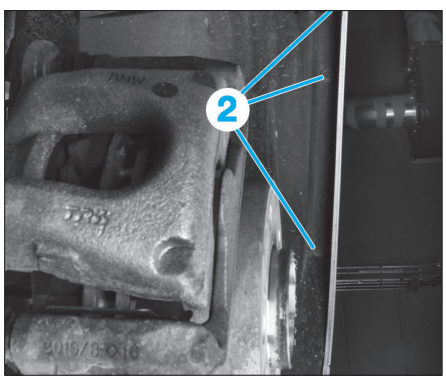

Fig. 155
• Déposer les vis de fixation (2) **(Fig.155)**.